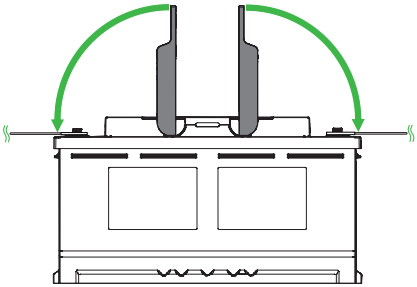

Figure 8. Placer les poignées sur les bornes.
5. Placer les poignées sur les bornes (figure 8).